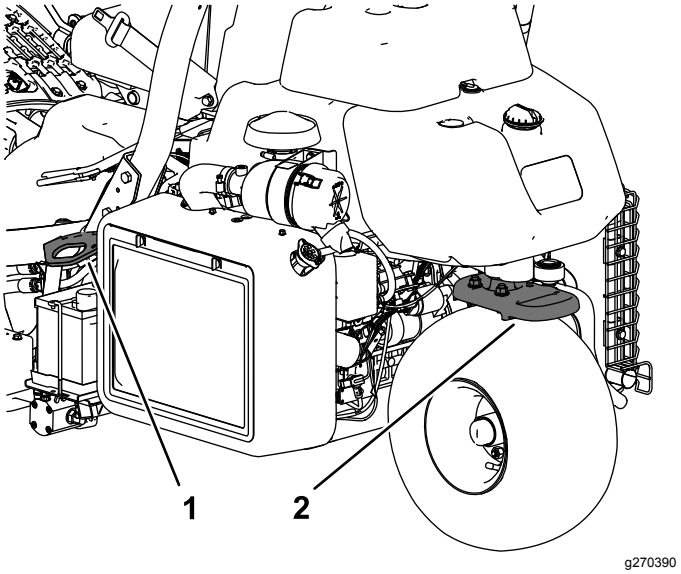

Figur 24
- Fastgør maskinen med stropper, kæder, kabler eller reb. Både den forreste og bageste strop bør føres ned og udad fra maskinen (Figur 24).